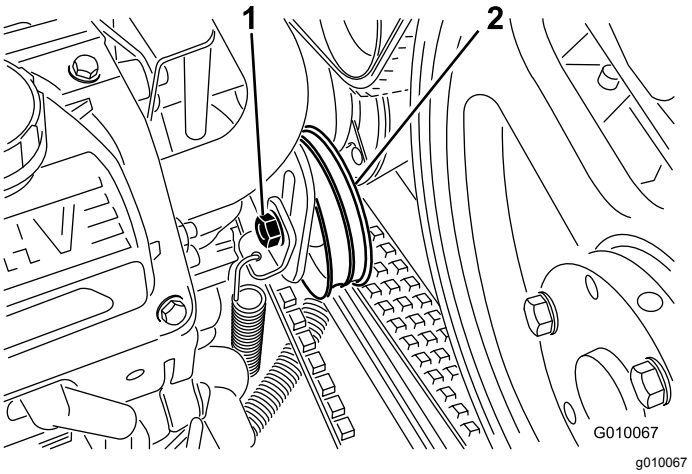

Figur 58
4. Løsn bolten i pumperemmens styreremskive præcis så meget, at bevægelse er muligt indenfor justeringsrillen (Figur 58).